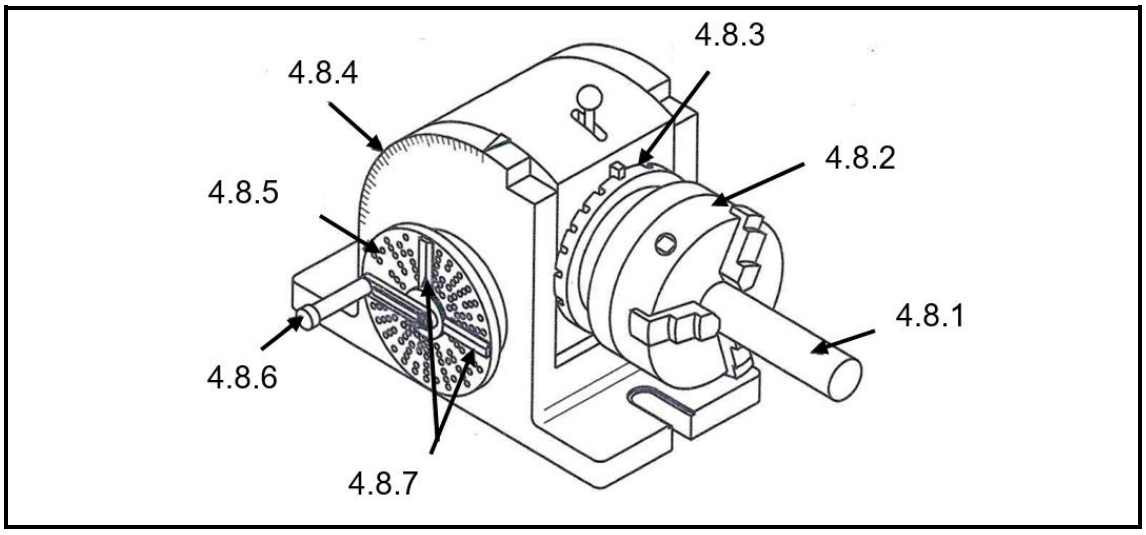

FIGUUR 4
4.8 FIGUUR 4 hier onder toon 'n verdeelkop wat op 'n freesmasjien gebruik word. Identifiseer die dele van die verdeelkop deur slegs die antwoord langs die nommer (4.8.1–4.8.7) in die ANTWOORDBOEK neer te skryf.